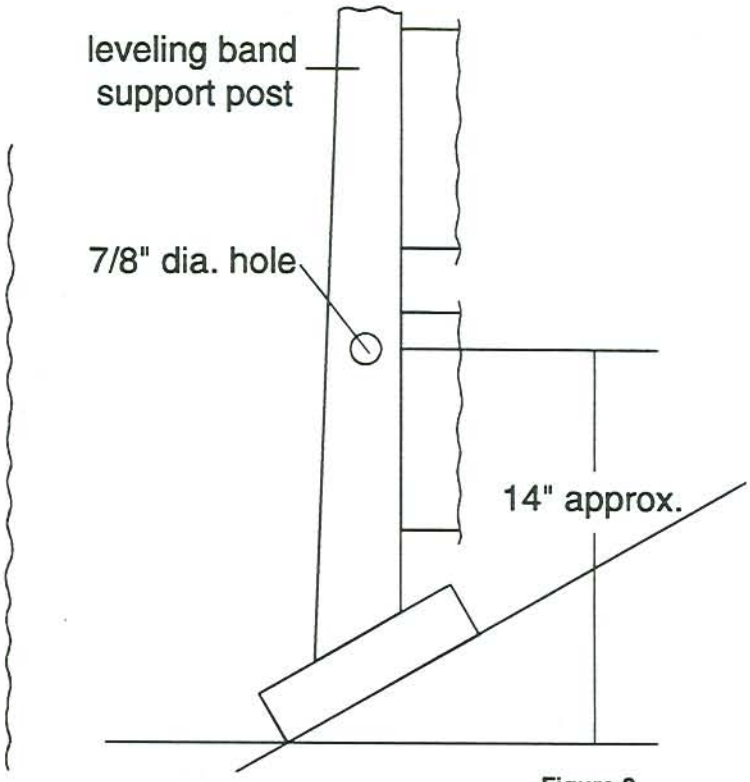

Figure 2.
1. Drill the 7/8" diameter holes for the temperature sensor in the leveling band support post as in Figure 2.